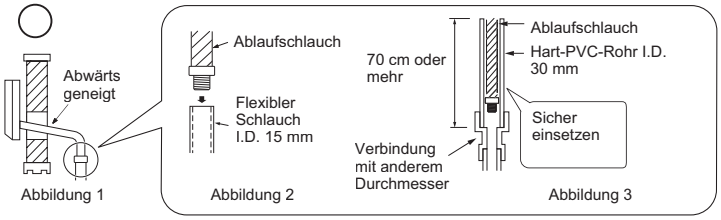

Abbildung 1 Abbildung 2 Abbildung 3
- Der Ablaufschlauch sollte nach unten gerichtet sein, um ein gutes Abfließen sicherzustellen. (Abbildung 1)